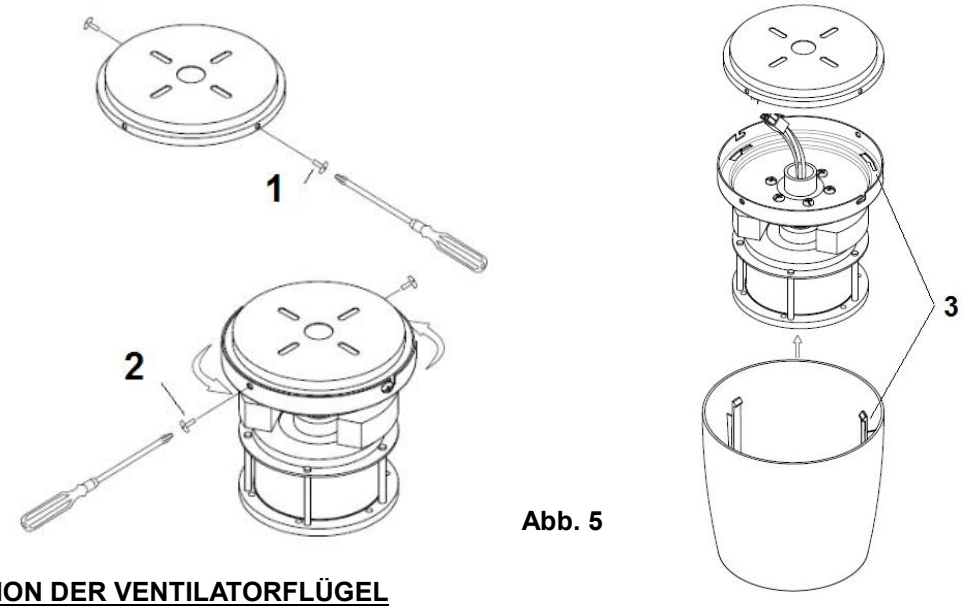

Abb. 5
- Lösen Sie die 2 Schrauben (2) der Halterung. Abb. 5
- Drehen Sie die 2 Schrauben (1) ca. eine halbe Umdrehung aus der Halterung. Abb. 5
- Setzen Sie die Halterung der Ventilatoreinheit an der Deckenhalterung an, und führen Sie die L-Laschen in die Schrauben (1) an der Deckenhalterung ein. Drehen Sie die Ventilatoreinheit im Gegenuhrzeigersinn, bis diese fest eingerastet ist, und sichern Sie die Verbindung, indem Sie die Schrauben (2) an der Ventilatorhalterung fest anziehen. Vermeiden Sie die Beschädigung der zuvor ausgeführten, elektrischen Verkabelung.
- Bringen Sie abschließend die Abdeckung des Motorgehäuses an der Hängeplatte an, und sichern Sie diese, indem Sie die Haken (3) durch die Schlitze einführen und im Gegenuhrzeigersinn drehen, um diese zu sichern.